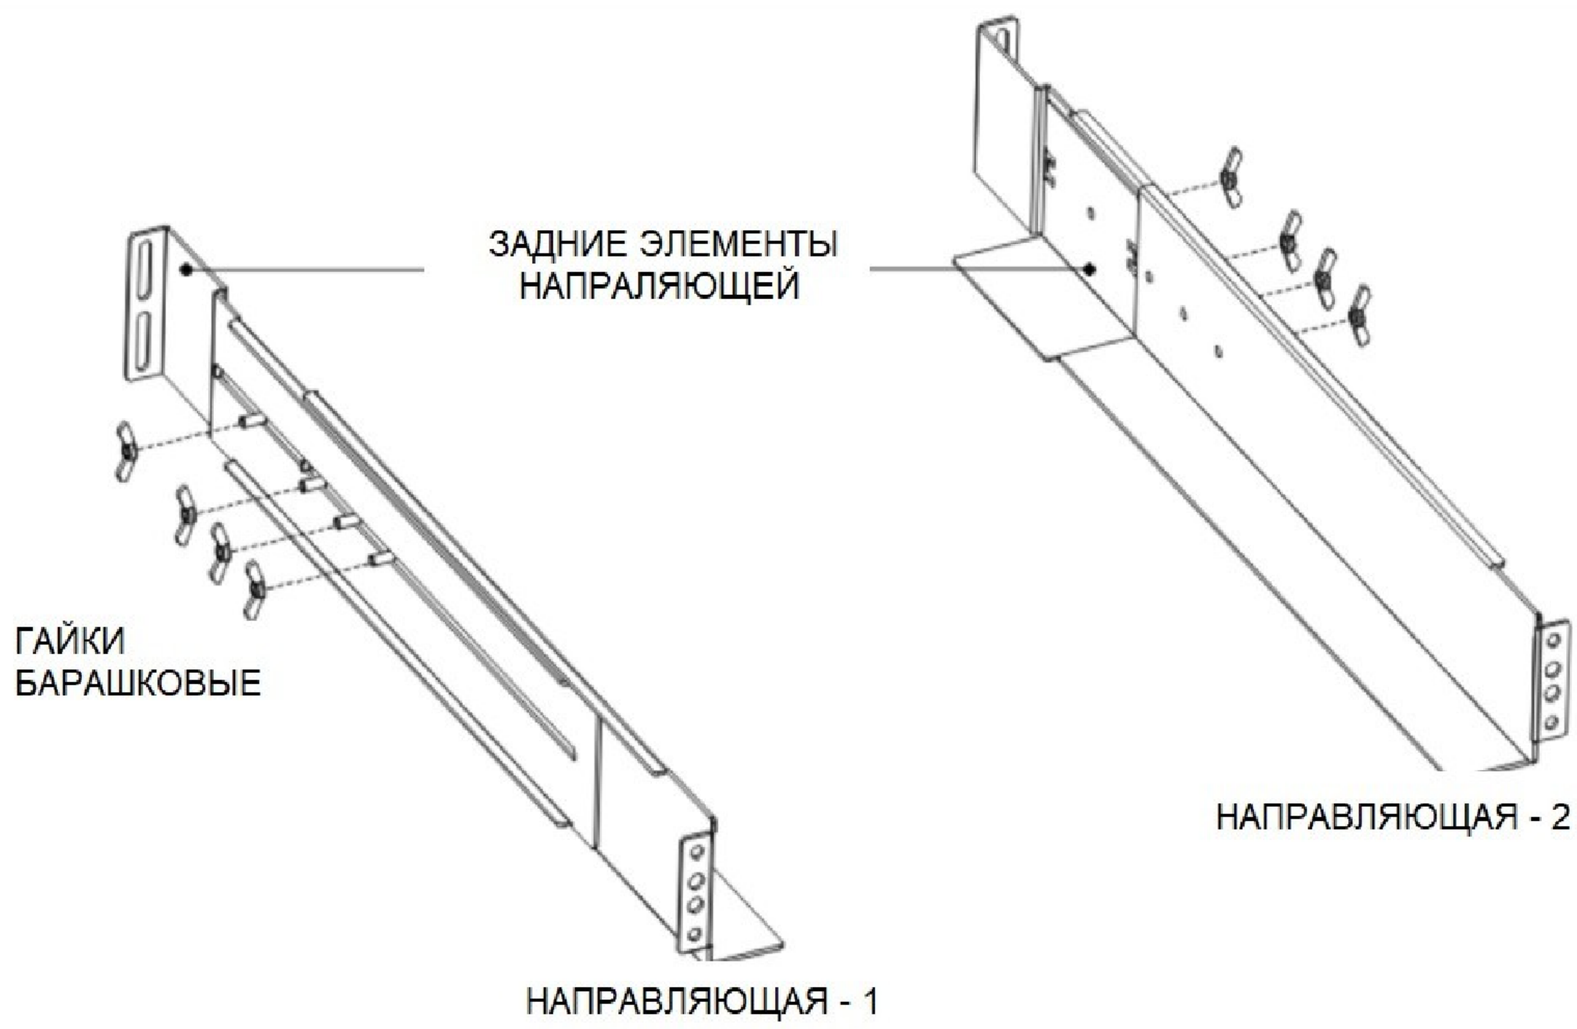

Рис.5 — Сборка направляющих
** - монтажный кронштейн и направляющие для установки в стойку 19" (см. п.4-3, Рис.5) — это разные позиции, направляющие для установки в стойку 19" приобретаются отдельно.
1) Не затягивая винты, отрегулируйте направляющие в соответствии с глубиной стойки (см. рис. 5);